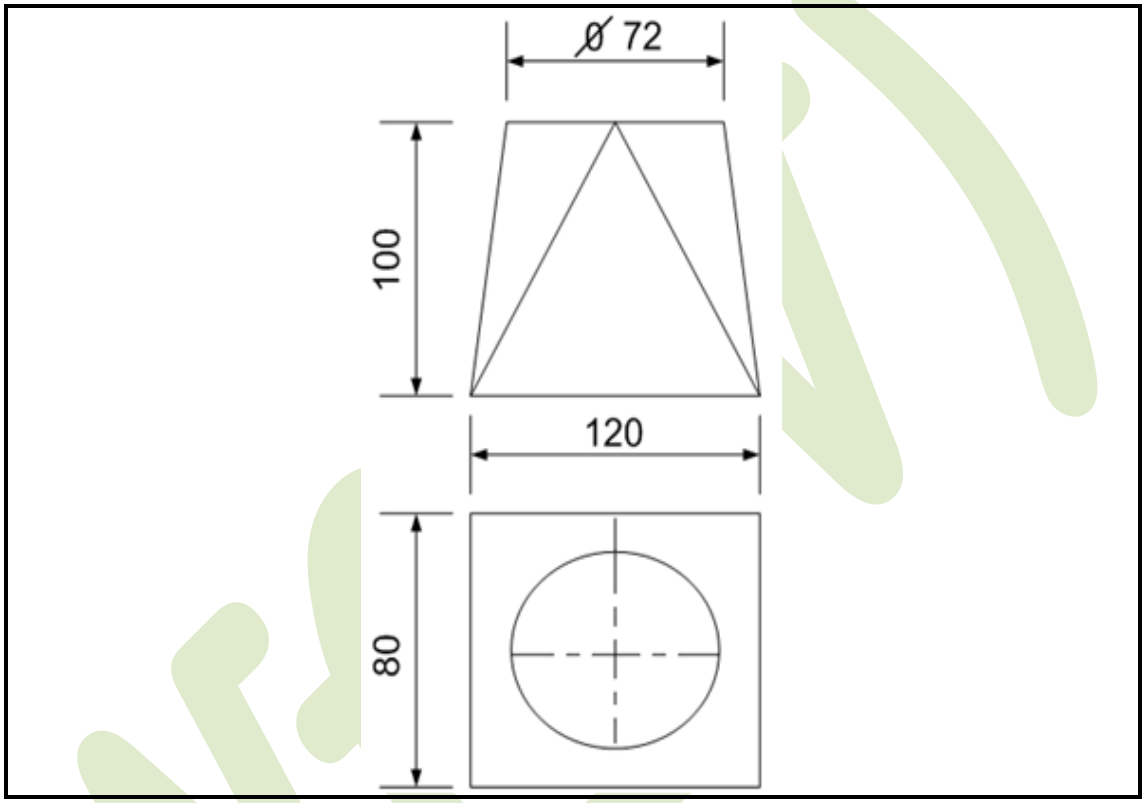

FIGURE 3
3.1 FIGURE 3 shows the front view and an incomplete plan of a right pyramid.